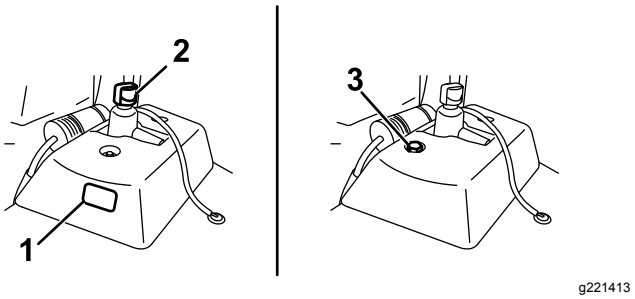

Figur 54
- Om den extra hydraultanken har ett inspektionsfönster kontrollerar du oljenivån där (Figur 54) och går vidare till steg 5.
- Om den extra hydraultanken inte har något inspektionsfönster lokaliserar du oljestickan ovanpå maskinen (Figur 54) och går vidare till steg 3.